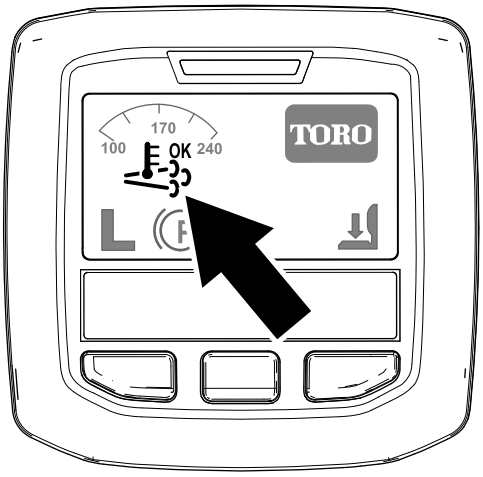

Figura 28
- Aparece el icono de regeneración de asistencia/restablecimiento en el InfoCenter (Figura 28).